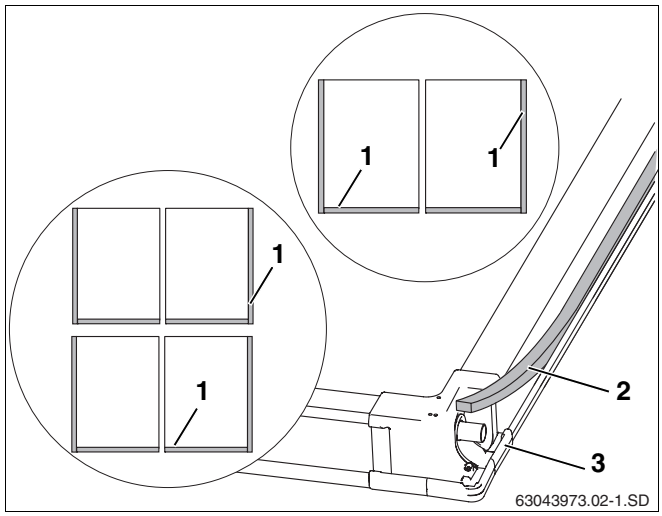

Abb. 21 Rückseite des Kollektors
Die Verbindungen der seitlichen und unteren Abdeckbleche zu den Kollektoren (Abb. 21, **Pos. 1**) müssen mit dem Dichtband abgedichtet werden.
- Dichtband (Abb. 21, **Pos. 2**) mit der klebenden Seite voran in die Griffmulde der Außenseiten der äußeren Kollektoren und an jedem Kollektor unten (Abb. 21, **Pos. 1**) inkl. der Eckverbinder einlegen (Abb. 21, **Pos. 3**).